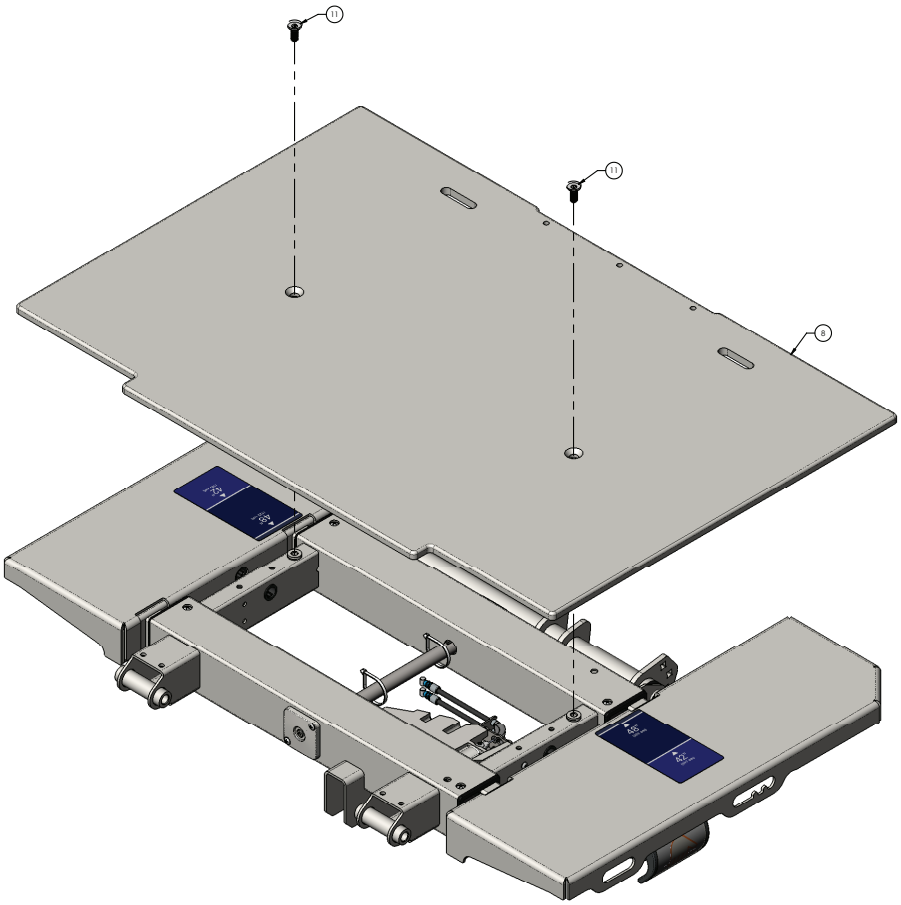

Figure 21 – Remplacement de la carte DPM, pied
9. En travaillant à partir du côté pied droit, utiliser une clé Torx T40 pour retirer et conserver les deux vis (11) qui fixent le couvercle du repose-pieds (8) au châssis du pied (Figure 21). Enlever et conserver le couvercle de plateforme pour les pieds.